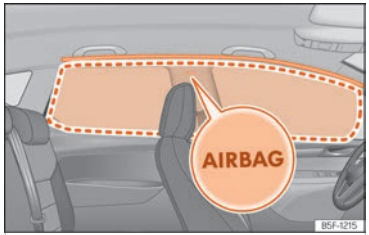

Fig. 33 Ubicació i zona de desplegament del coixí de seguretat per al cap.
Els coixins de seguretat per al cap es troben a tots dos costats de l'habitacle, a sobre de les portes ››› **fig. 33**, i la seva ubicació està indicada amb la paraula "AIRBAG".
En disparar-se, el coixí de seguretat per al cap ocupa la zona emmarcada en vermell (zona de desplegament) ››› **fig. 33**. Per aquest motiu, mai s'hauran de dipositar o fixar objectes en aquesta zona ››› ⚠.
- Assegureu-vos que els nens viatgin asseguts correctament als seients i no situïn el cap a la zona de desplegament dels coixins de seguretat per al cap ››› fig. 33, ja que, si es disparen, podrien colpejar-los i provocar-los lesions greus.